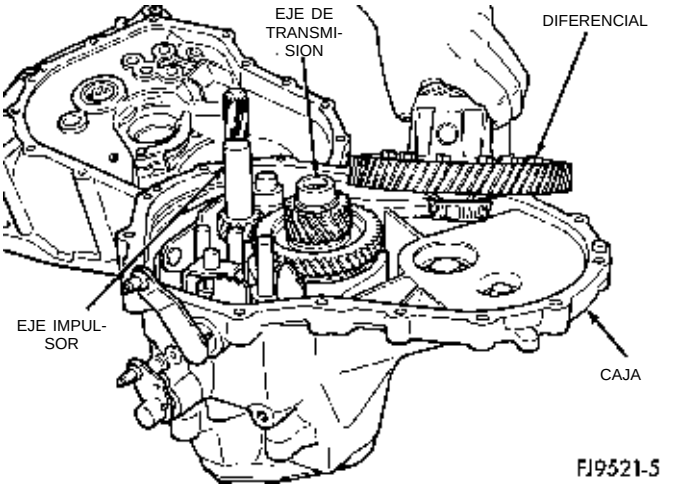

Fig. 75 Conjunto del diferencial
(20) Instale el diferencial en la caja de engranajes (Fig. 75).